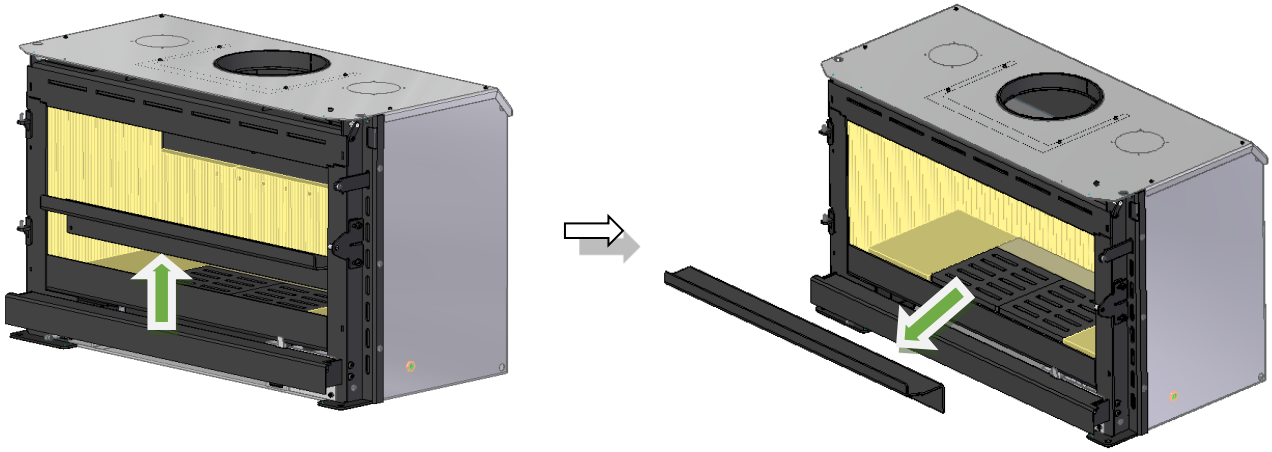

Figura 38 – Remoção da deflectora de cinzas
1. Remova o defletor de cinza deslocando para cima, ver Figura 38.